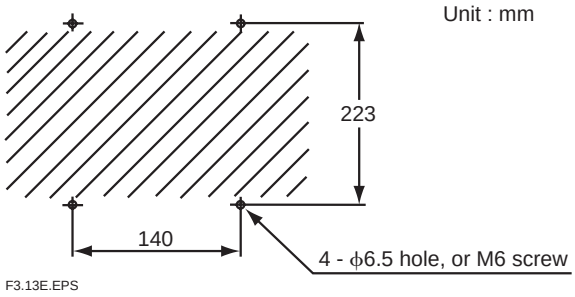

Figure 3.13 Mounting holes
(1) Make a hole in the wall as illustrated in Figure 3.13.